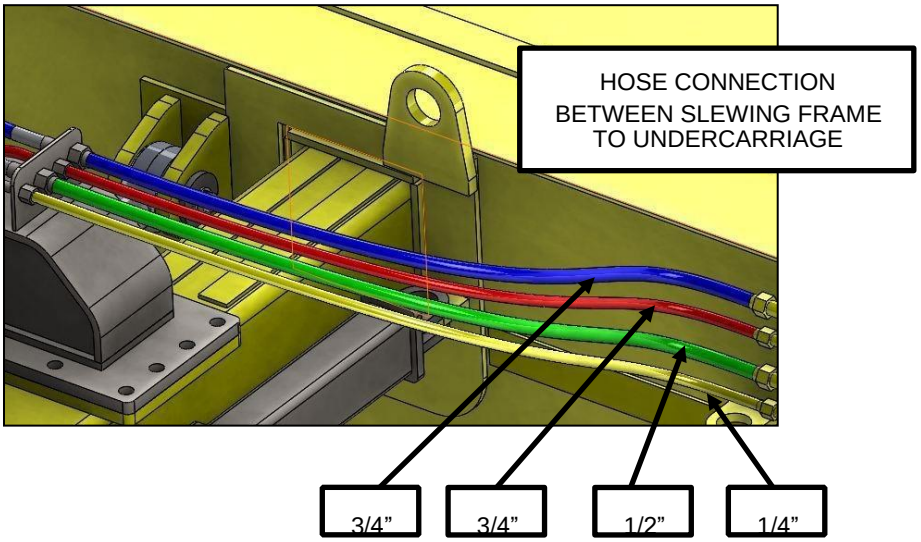

***Figure 6.8:*** *Hydraulic hose connections from the slewing frame to the pontoon*
7. Install the hydraulic hoses from the pontoon to the slewing frame and from the slewing frame to the upper body center joint. Then install the hydraulic hoses one at a time by removing the protective caps, and attaching the hoses to the right fitting. Check all connections for proper tightness. Refer to Figures 6.8 and 6.9.